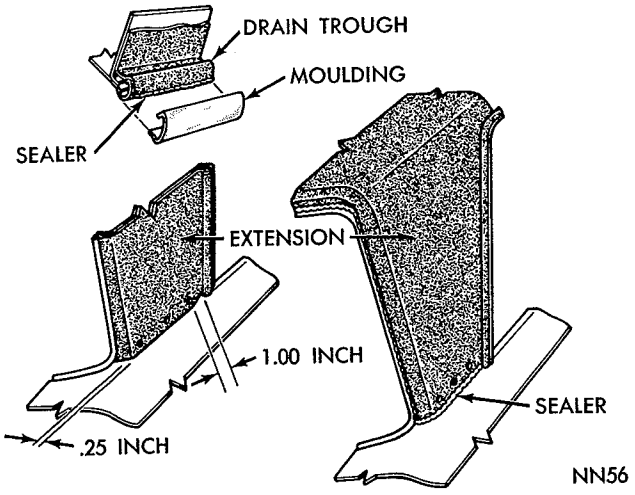

*Fig. 9—Sealing Cover at Drain Trough and Roof Extension*
line moulding holes and curving upward to meet drain trough (Fig. 9).
(27) Apply a bead of sealer to the trimmed edge of cover at the roof panel and smooth out to form a seal (Fig. 9).
(28) Install sealer along the entire length of outboard trimmed edges of cover material to seal exposed edge adjacent to drain trough flange.
(29) Apply a ¼ inch ball of sealer to the index studs of pillar mouldings.
(30) Position moulding by inserting a locating pin in index hole and align moulding.
(31) Using hole in moulding as a guide, drill a .120 diameter hole in pillar and fasten in place with a screw.
(32) Install side drain trough mouldings (Fig. 9).
(33) Install windshield and rear window mouldings.
(34) Remove masking tape and masking paper.
(35) Inspect cover for air bubbles.